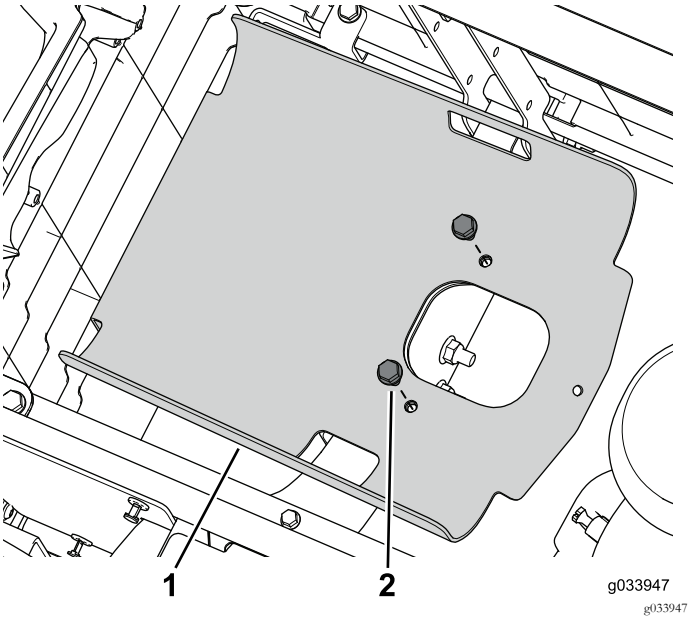

Figura 2
5. Retire los 2 pernos con arandela prensada que sujetan la bandeja del depósito al bastidor (Figura 2).